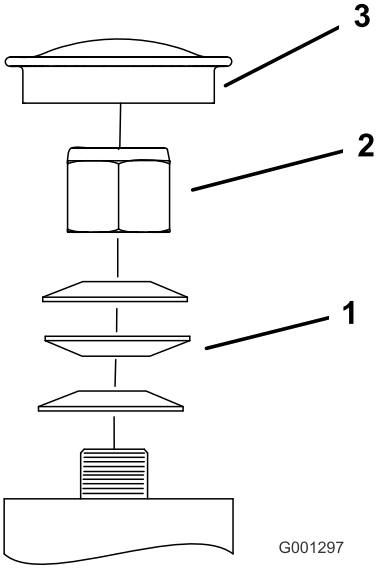

Figuur 69
3. Verwijder de stofkap van het zwenkwiel en draai de borgmoer aan (Figuur 69).
4. Draai de borgmoer aan totdat de veerringen vlak liggen, en draai deze vervolgens een 1/4 slag terug om de voorspanning op de lagers correct af te stellen (Figuur 69).
Belangrijk: Zorg ervoor dat de veerringen goed zijn geplaatst, zoals getoond in Figuur 69.
5. Plaats de stofkap (Figuur 69).